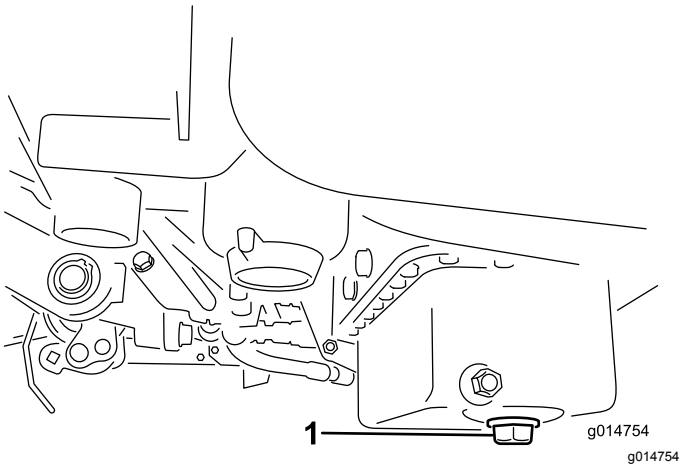

Figur 29
1. Fjern tappepluggen, og la oljen renne ned i et tappefat. Når oljen slutter å renne, setter du tappepluggen på igjen (Figur 29).